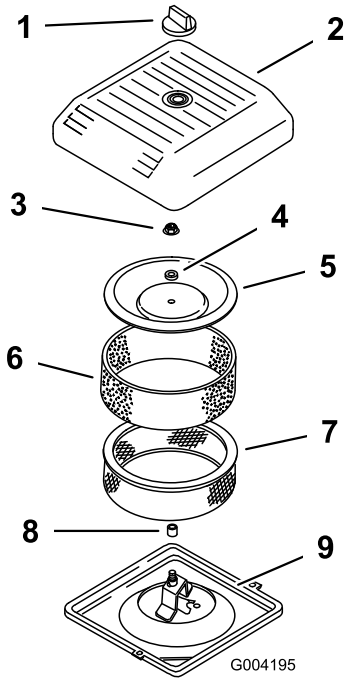

**Figur 43**
3. Skruva av ratten och ta bort luftrenarkåpan (Figur 43).
4. Skjut försiktigt bort skumförfiltret från pappersinsatsen (Figur 43).
5. Skruva bort kåpans mutter och ta bort kåpan, distansbrickan och pappersfiltret (Figur 43).
2. Sätt dit luftrenaren på luftrenarbasen (Figur 43).
3. Montera kåpan och distansbrickan, och fäst kåpan med kåpmuttern (Figur 43). Dra åt muttern till ett moment på 11 Nm.
4. Sätt tillbaka luftrenarkåpan och dra åt den med ratten (Figur 43).